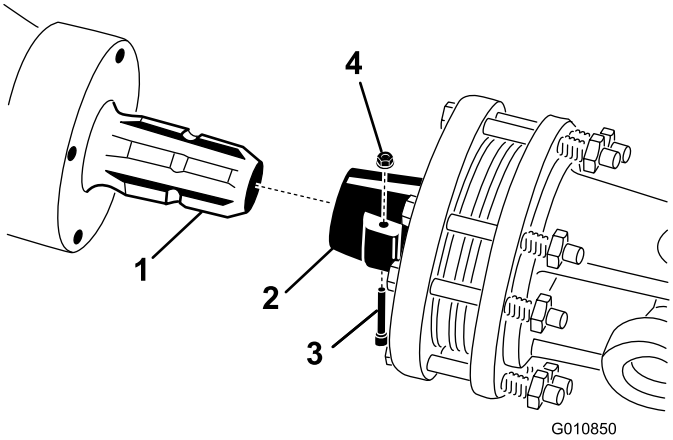

Rysunek 20
1. Zdejmij sworzeń i nakrętkę z wałka sprzęgającego (Rysunek 20).
2. Podłącz koniec wałka sprzęgającego ze sprzęgłem do wałka wejściowego przekładni aeratora używając wcześniej zdjętego sworznia z nakrętką (Rysunek 20). Sworzeń daje się włożyć tylko jedną stroną.